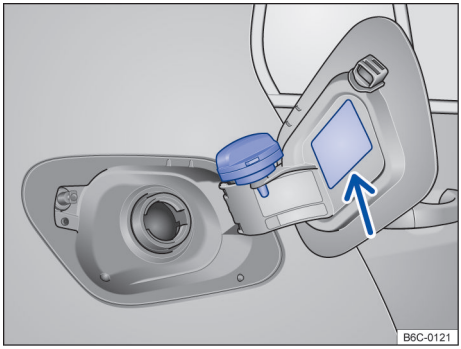

Fig. 154 Portinhola do tanque de combustível aberta com a tampa do tanque de combustível pendurada.
– Remover a tampa do tanque girando-a no sentido anti-horário e encaixá-la no suporte na portinhola do tanque → Fig. 154.